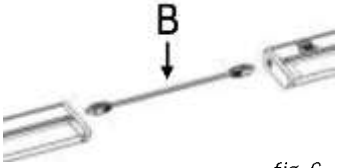

fig. 6
1. Repérez le câble de liaison (B).
4. Insérez le câble de liaison dans les ports appropriés sur les deux lampes afin de les joindre (fig. 6).